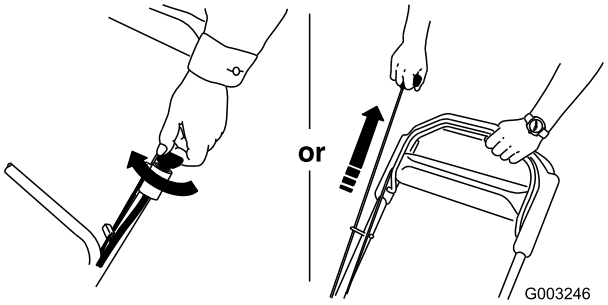

Figur 20
3. Starta motorn med tändningsnyckeln (endast modell 20796) eller startsnöret (Figur 20).